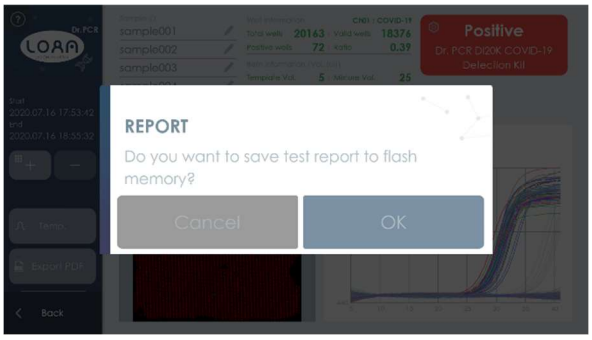

Figure 22. Export PDF Screen
2) A message appears asking if you want to save the test result report to USB memory. If you select OK, it is saved to the USB memory (Figure 22).